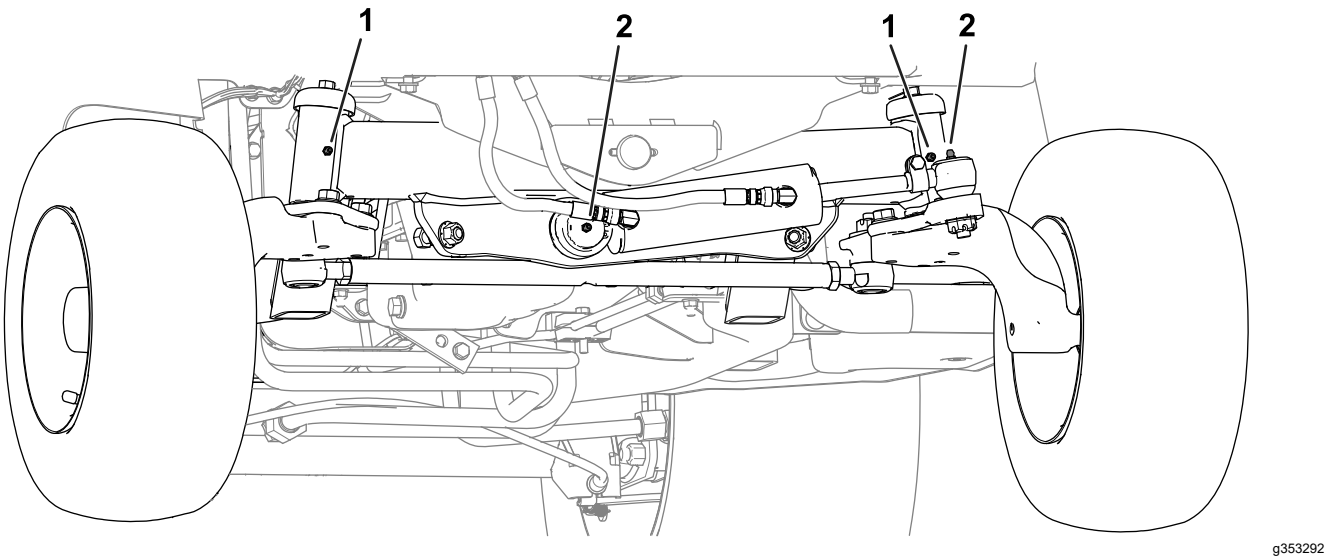

Bild 51
- **Heck der Maschine** (Bild 51):
- Hydraulikzylinder-Kugelgelenke (2)
- Achsspindel-Naben (2)